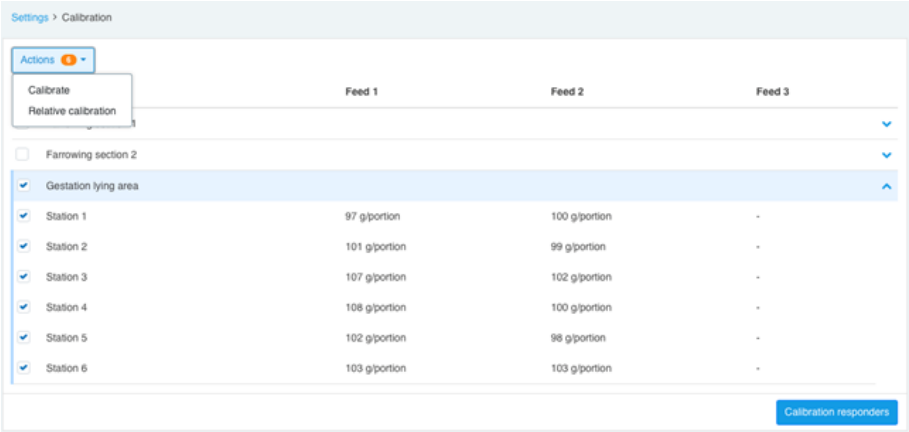

Abbildung 9: Kalibrierungsmenü
5. Gehen Sie zu **Aktionen > Relative Kalibrierung** (siehe Abbildung 9 (Seite 16)).